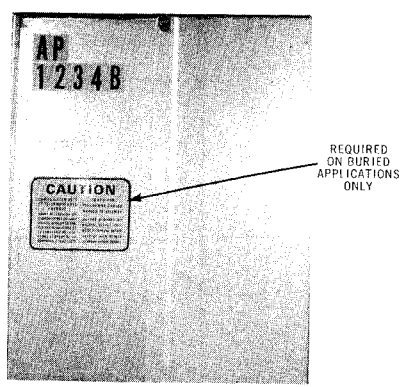

Fig. 1
2.01 (a) ***Insignia Adhesive:*** used for identifying control and access points. The insignia C and P will designate a control point while A and P will be used to designate an access point. (See Fig. 1).